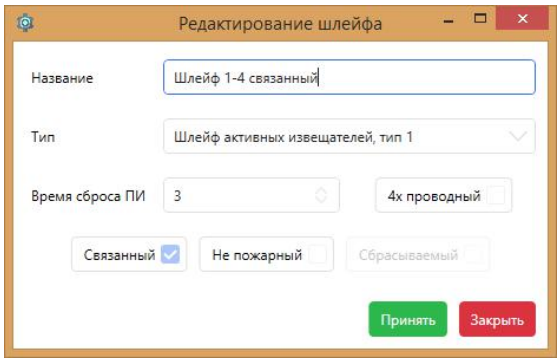

Рис. 8 - Настройка связанного шлейфа
2) В появившемся окне (см. рисунок 8) изменить название шлейфа (при необходимости);